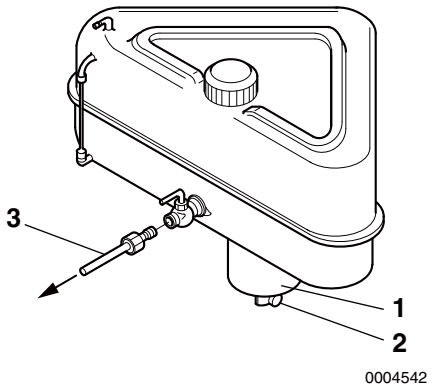

Figur 1
1. Sæt en beholder under aftapningshanen **(Figur 1, (2))** til opsamling af brændstof.